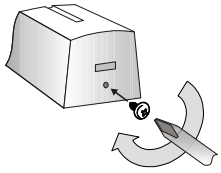

rys. 2
8. Zatrzask można zabezpieczyć poprzez przyśrubowanie dostarczoną śrubką (**rys. 2**).